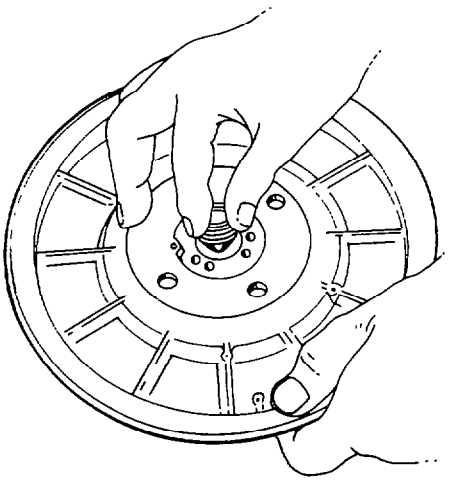

Fig. 140 — Remove Thrust Spacer
h. Remove the thrust spacer (item 10) from the bore of the backplate (see fig. 140). Remove the piston rings (item 9).